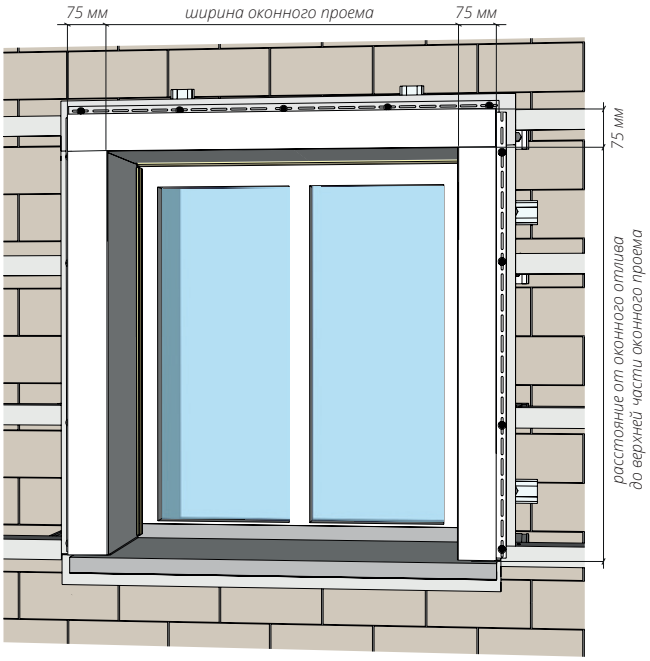

Рисунок 47
13.3 Первой монтируется верхняя околооконная планка. Ее размер равен ширине оконного проема +150 мм (рис. 47) (150 мм — это перехлест околооконных планок с левой и правой стороны).
Далее монтируется левая и правая околооконная планка. Ее размер равен расстоянию от оконного отлива до верхней части оконного проема +75 мм (рис. 47).